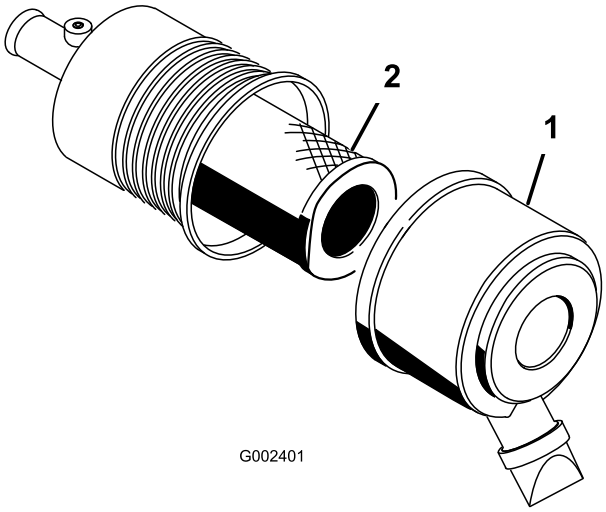

Figuur 42
1. Maak de sluitingen op het luchtfilter los en trek het luchtfilterdeksel van de luchtfilterbehuizing (Figuur 42).
4. Schuif het filter voorzichtig uit de luchtfilterbehuizing (Figuur 42). Zorg ervoor dat u niet met het filter tegen de zijkant van de luchtfilterbehuizing stoot.
7. Als u het veiligheidsfilter vervangt, schuif dan voorzichtig het nieuwe filter in de filterbehuizing (Figuur 42).
8. Schuif het voorfilter op het veiligheidsfilter (Figuur 42). Zorg ervoor dat het filter volledig vastzit door de buitenring van het filter tijdens de montage aan te drukken.
9. Monteer het luchtfilterdeksel met de kant met het opschrift UP naar boven gericht en maak de sluitingen vast (Figuur 42).